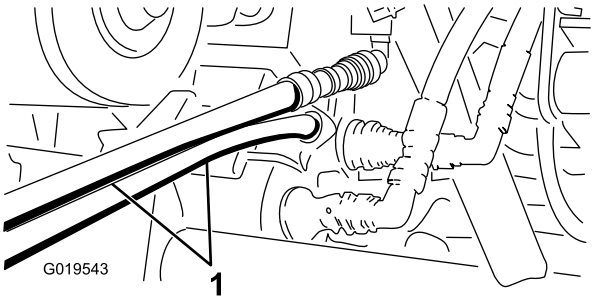

Figura 77
5. Sull'altra macchina, collegate i due tubi ai giunti che si trovano ancora nella staffa dell'accoppiatore (collegate il tubo superiore al giunto superiore e il tubo inferiore al giunto inferiore) (Figura 77).